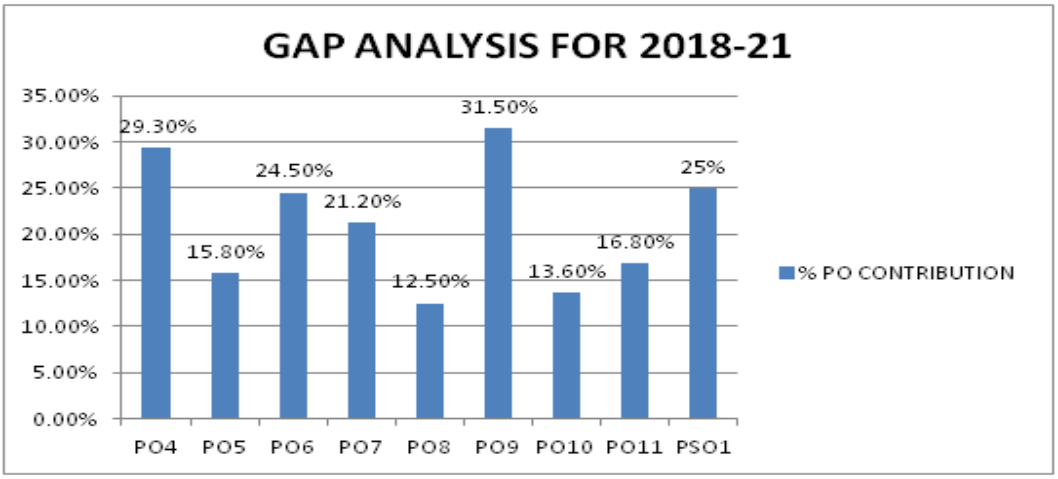

Fig. 2.1.1.B3: Identified Gap's in Program Outcomes for 2018-21 (2017 Scheme).
Program Assessment Committee (PAC) has identified less than 40% of 184 number of Course Outcome (CO) contribution to each PO to total number of Course Outcome(CO's) from each curriculum (40% of 184=74 CO's).From the above analysis we have identified Curriculum gap of 2018-21 for 2017 Schemethsame is represented in figure 2.1.1.B3